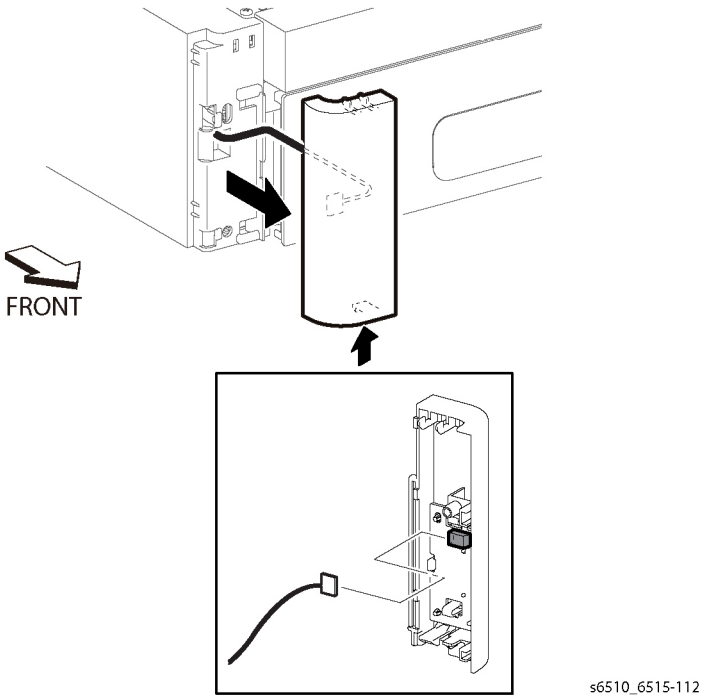

Figure 1 Remove the 550 Option Feeder Left Front Cover
2. Refer to Figure 1 to push the hook at the bottom of the Option Feeder Left Front Cover, and release the cover.